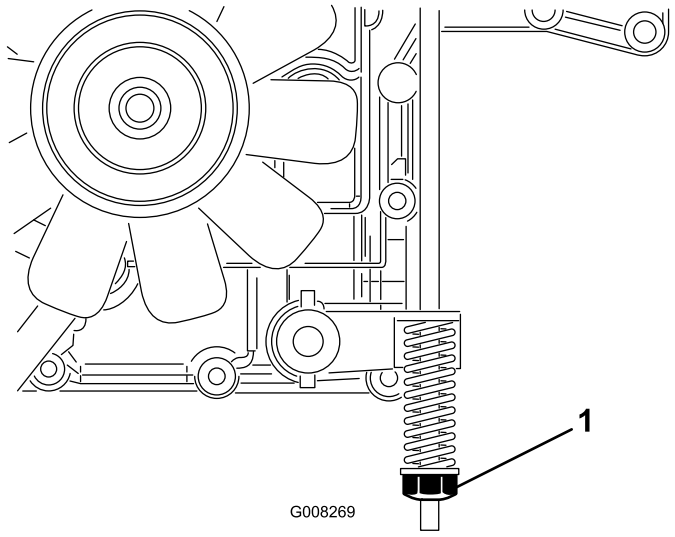

Figuur 33
De rem bevindt zich aan de rechterkant van de achteras, in het achterwiel (Figuur 33).
3. Draai de rem-instelmoer rechtsom tot u de machine niet meer kunt duwen (Figuur 33).